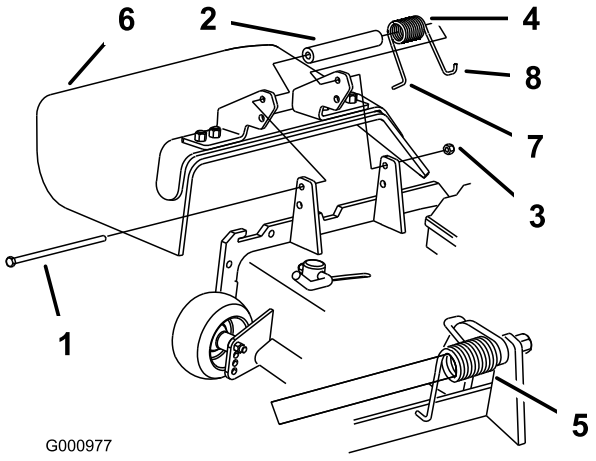

Figuur 82
1. Verwijder de borgmoer, bout, veer en afstandsstuk waarmee de bevestigingen van de grasgeleider vastzitten op de draaibeugels (Figuur 82). Verwijder een beschadigde of versleten grasgeleider.
Opmerking: Zorg ervoor dat het L-vormige eind van de veer is gemonteerd achter de rand van het maaidek voordat u de bout plaatst zoals wordt aangegeven in Figuur 82.
3. Monteer de bout en de moer. Plaats het **J** vormige haakeind van de veer om de grasgeleider (Figuur 82).